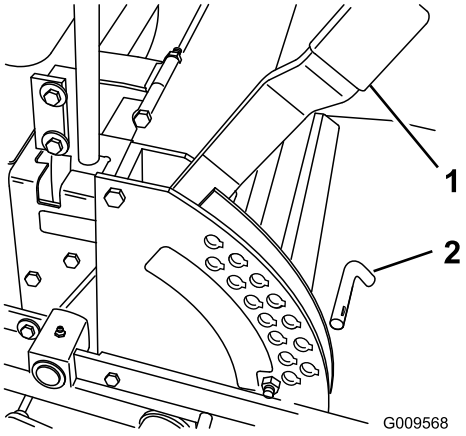

**Figuur 18**
1. Zet de maaihoogtehendel omhoog in de transportstand (eveneens de maaihoogtestand van 127 mm) (Figuur 18).
2. Om de maaihoogte in te stellen, verwijdert u de pen uit de maaihoogtebeugel (Figuur 18).
3. Kies de opening in de maaihoogtebeugel die overeenkomt met de gewenste maaihoogtestand, en steek daarin de pen (Figuur 18).